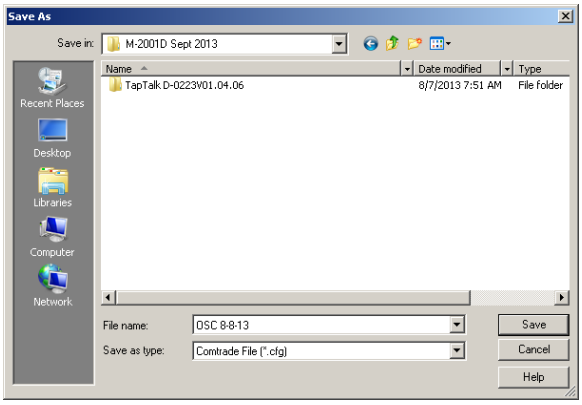

Figure 2-7 Retrieve Oscillograph Record (Save As) Dialog Screen
3. Select the desire oscillograph record, then select Retrieve. TapTalk will display a Retrieve Oscillograph Record "Save As" dialog screen (Figure 2-7).